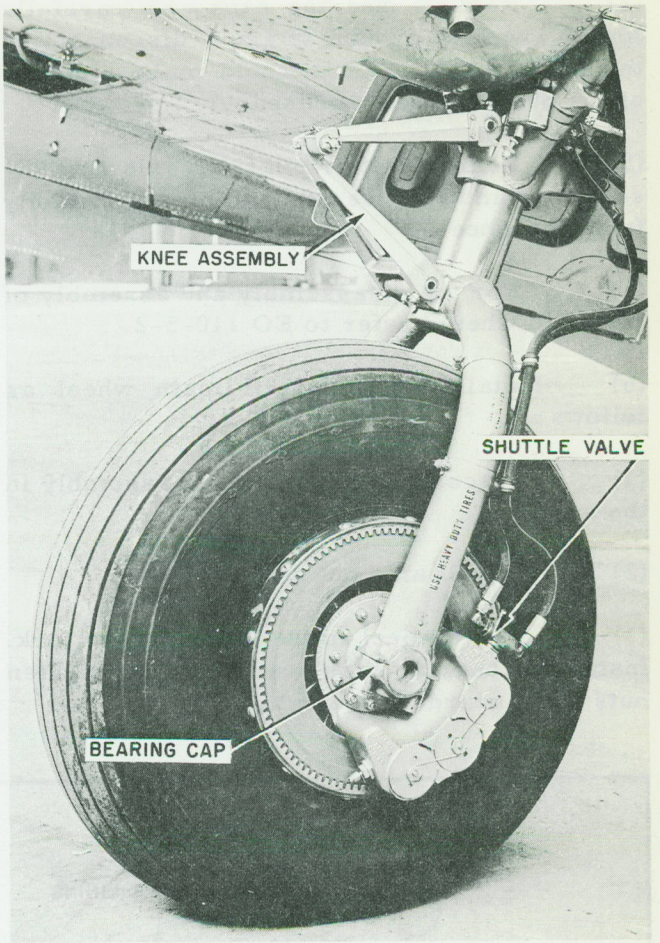

Figure 2-58 Landing Gear Assembly
(3) Remove safety wire and nuts holding bearing caps in place. (Figure 2-58).
(4) Remove bearing caps and carefully lower wheel to ground to avoid disconnecting the brake lines. (This would make bleeding of the brake system necessary).
(5) Remove cotter pin from axle nut, unscrew nut and remove axle and brake assembly from the wheel.
(6) For the disassembly and assembly of the main wheel, refer to EO 110-5-2.